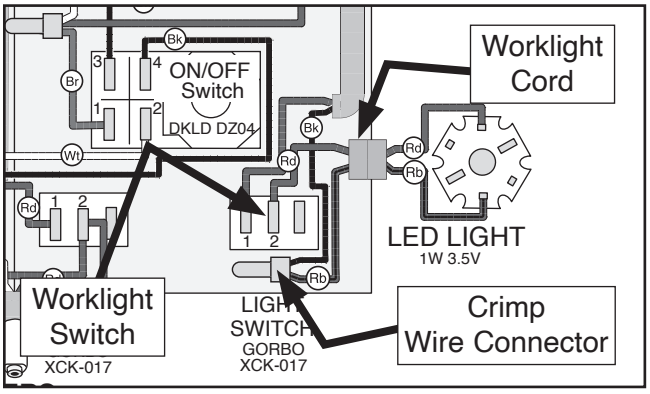

**Figure 53.** Worklight wiring.
**4**. Remove control panel cover. Find where worklight cord wires connect to worklight switch and crimp wire connector (see **Figure 53**).